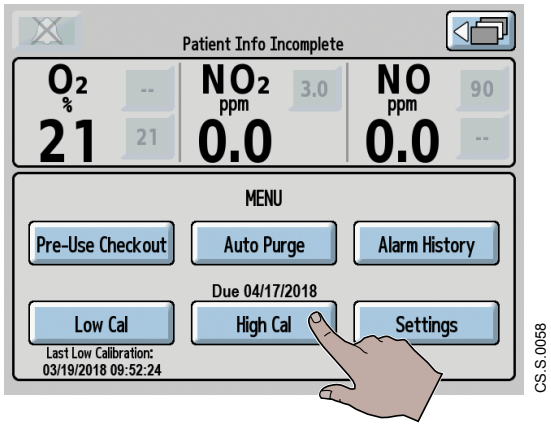

Figure 5-33 Selecting High Cal
11. From the **MENU screen**, select the **High Cal button** (Figure 5-33).